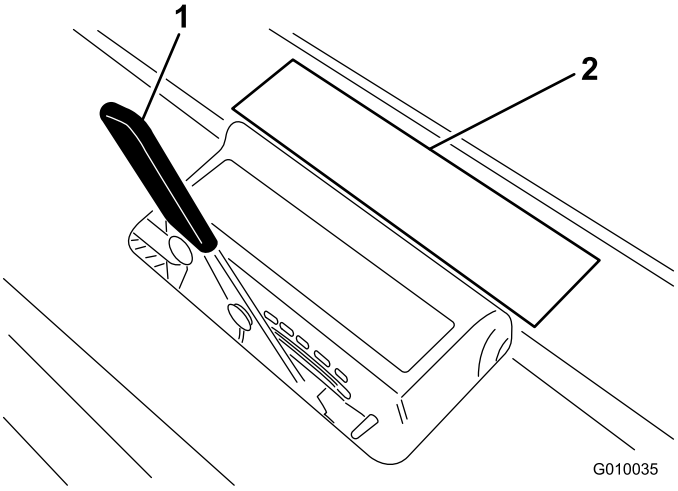

Figur 28
2. Legg pipen i pipedybdemerket (Figur 28) med én ende stilt opp med den ønskede luftedybden (se pipeoverlegget på merket).